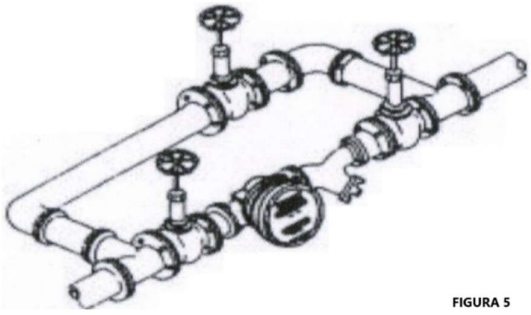

FIGURA 5
7. Proposta da figura 5. Posicionando um By-Pass e a válvula verticalmente ou em outras direções no tubo, do topo para o fundo ou do fundo para o topo, da direita para a esquerda ou da esquerda para a direita.